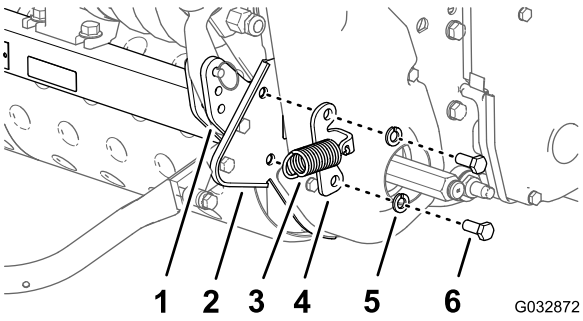

Figur 4
6. Fjern de to boltene (3/8 x 7/8 tomme) og de to låseskivene (3/8 tomme) som fester fjærankerbraketten og den høyre sideplaten til den ytre platen på maskinens bakre ramme (Figur 4).